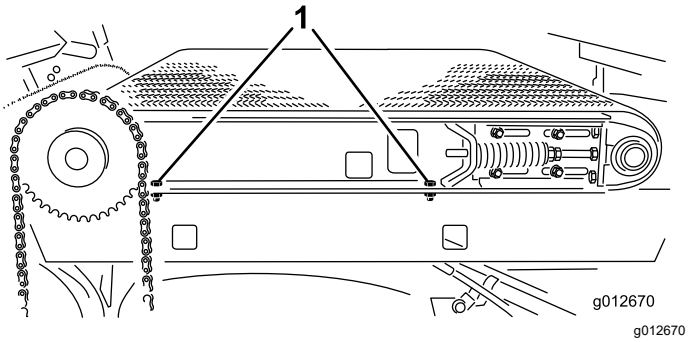

**Figur 36**
2. På høyre side av maskinen strammer du de to hodeskruene som fester gliderammeskinnen på høyre skjerm (Figur 36).